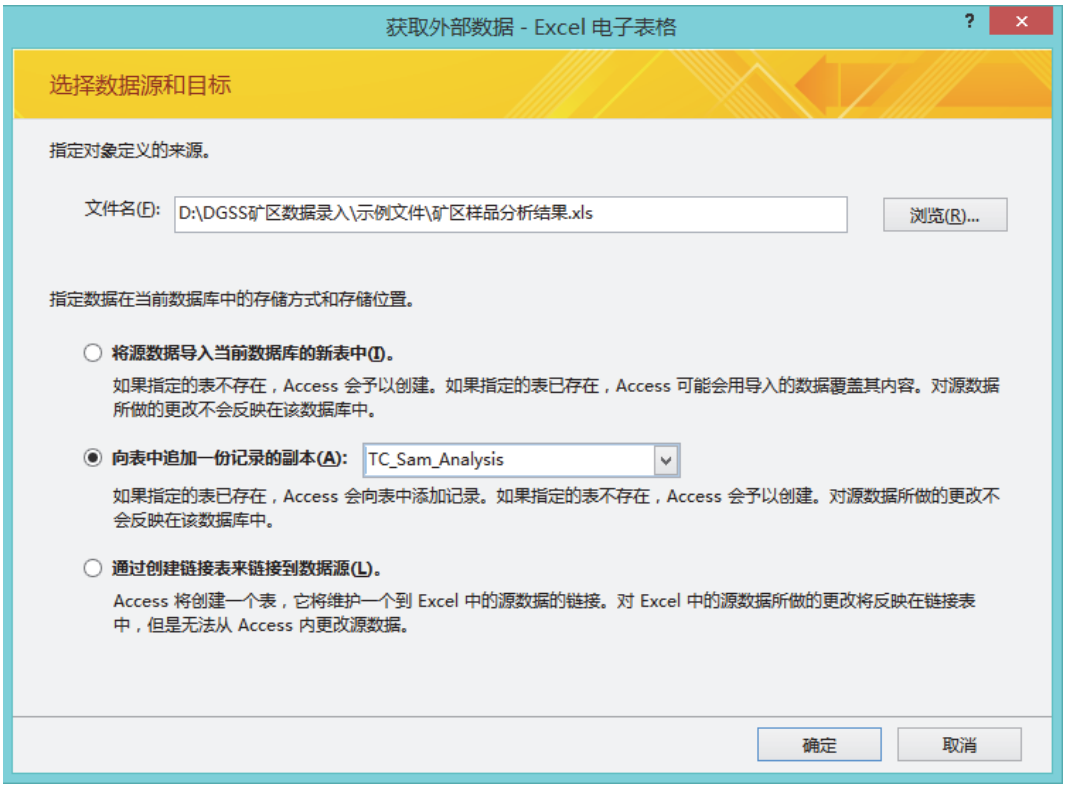

图 7-15
5. 在弹出的“获取外部数据”对话框（见图 7-15）中，点击“浏览”按钮，指定“矿区样品分析结果. xls”文件的位置，在“向表中追加一份记录的副本”下拉框中选择“TC_Sam_Analysis”，然后点击确定；